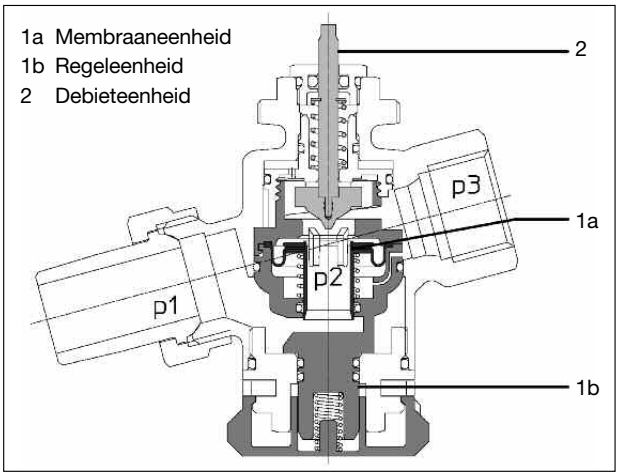
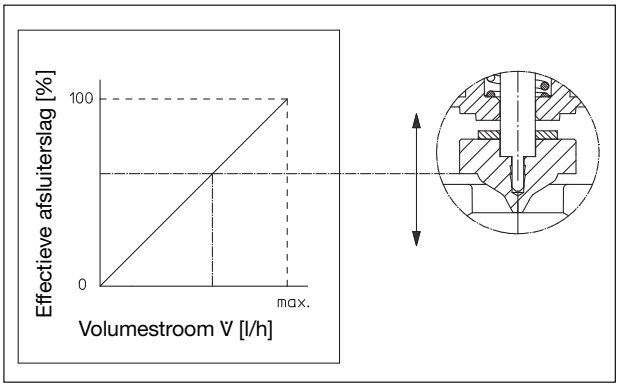
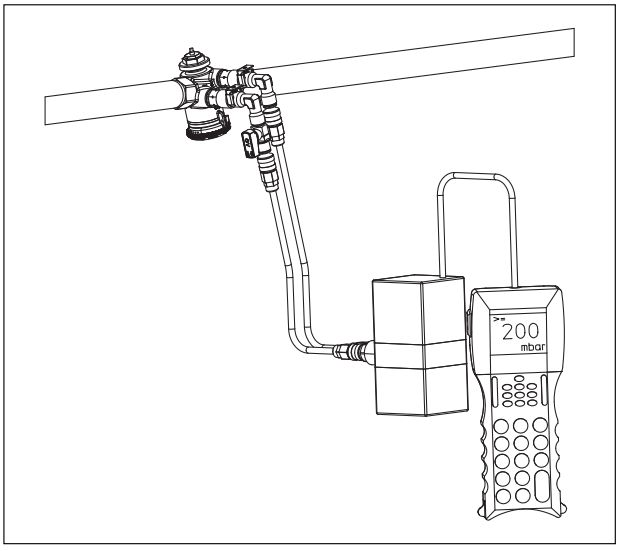

Afb. 5.1 Opbouw 'Cocon QTZ'
Afb. 5.3 Karakteristiek van de regeleenheid ‘Cocon QTZ’
Afb. 5.4 Drukverschilmeting
De drukverschilmeetcomputer 'OV-DMC 2' kan op de meetafsluiters (uitvoering 'Cocon QTZ') worden aangesloten. Hierdoor wordt vastgesteld, of de afsluiter in het regelbereik werkt. De drukverschilmeting maakt de optimalisatie van de pompinstelling mogelijk (Afb. 5.4).
Met aangesloten meettoestel (bijvoorbeeld 'OV-DMC 2') (Afb. 5.4) wordt het drukverschil over de debieteenheid (pos. 3, Afb. 5.1/5.2) gemeten. Hiertoe moet de inregelafsluiter volledig geopend zijn (bouwbeschermkap eraf draaien danwel stelaandrijving in geopende stand zetten). Zodra bij de meting het drukverschil Δp_M wordt bereikt, werkt de afsluiter in het regelbereik.
Het drukverschil p2-p3 wordt door de 'Cocon QTZ' inregelafsluiter door de geïntegreerde membraaneenheid (pos. 1, Afb. 5.1/5.2) op een constante waarde zowel boven de door de stelaandrijving geactiveerde regeleenheid (pos. 2, Afb. 5.1/5.2) als ook via de op een maximale debietwaarde instelbare debieteenheid (pos. 3, Afb. 5.1/5.2) geregeld.
De regeleenheid (pos. 2, Afb. 5.1/5.2) heeft een lineaire karakteristiek (Afb. 5.3).